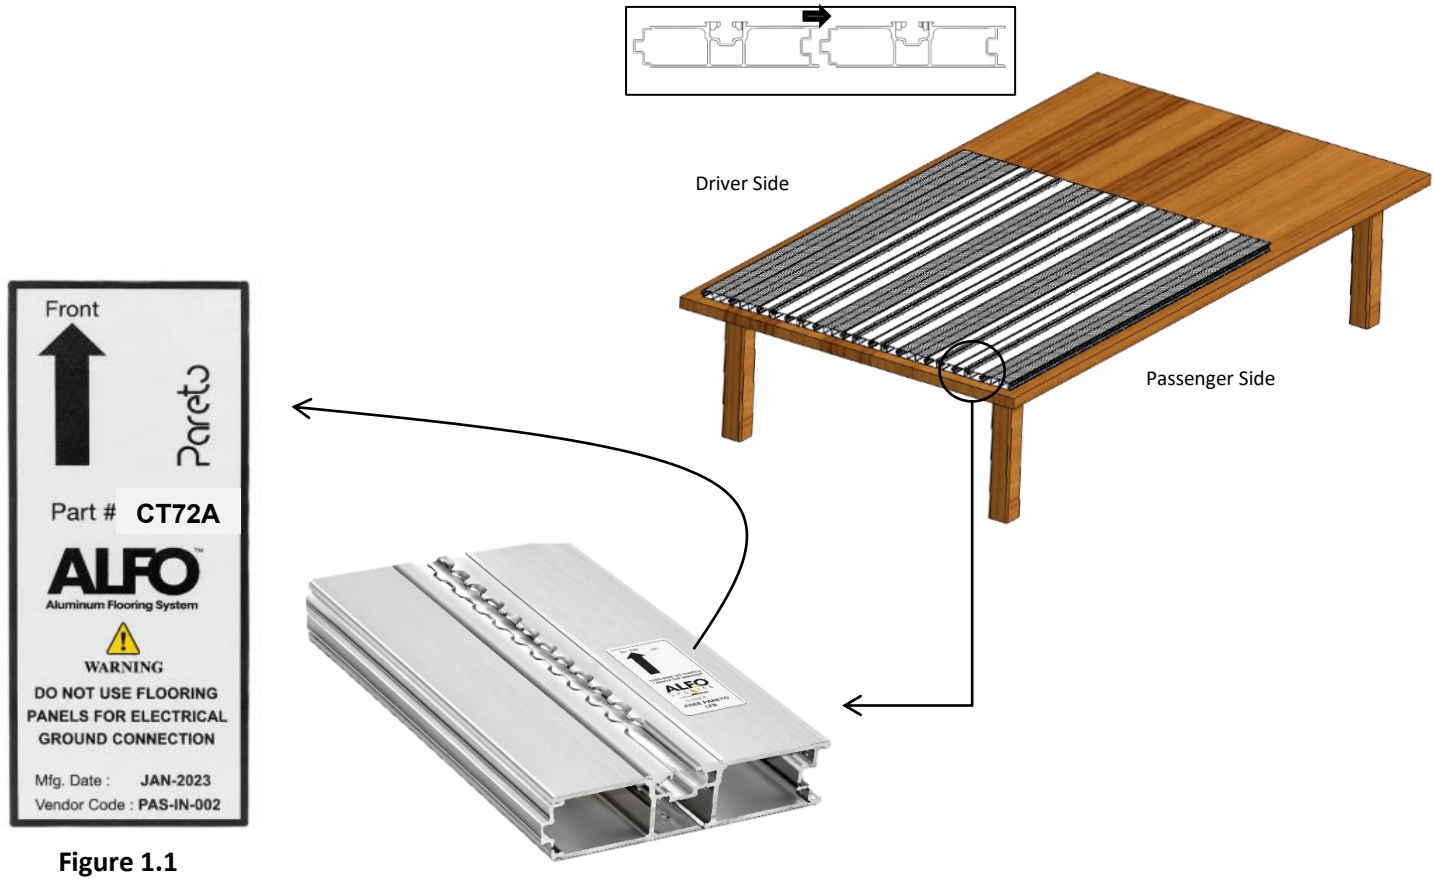

Figure 1.1
- Each panel is identified with a unique Part Number label indicating its installation position and orientation (Refer to Figure 1.1)